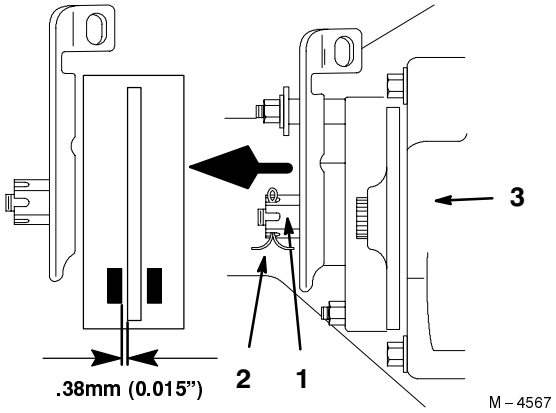

Figure 28
3. To adjust the brake remove the cotter pin and loosen the brake adjusting nut slightly (Fig. 28).
4. Carefully insert a .38 mm (0.015″) feeler gauge between the outer brake pad and rotor disk (Fig. 28).